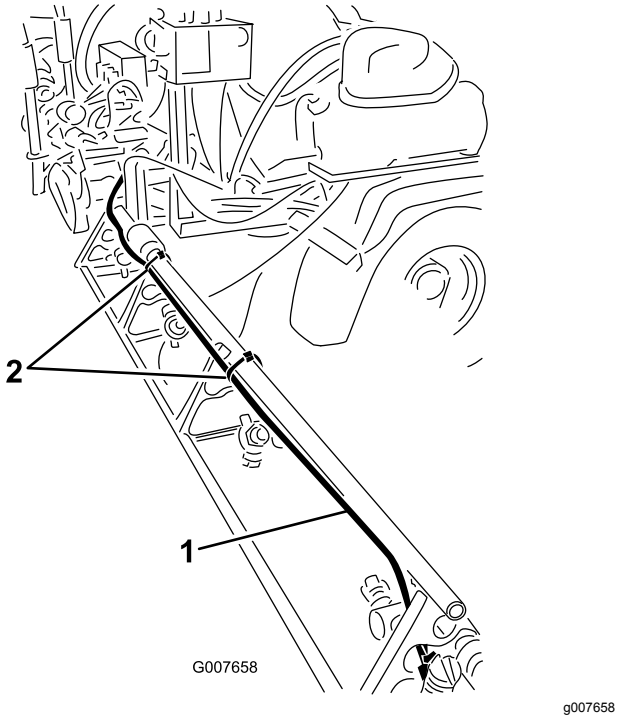

Figuur 10
1. Verwijder de kabelbinders waarmee de vloeistof- en luchtbuizen van de schuimmarkeerder vastzitten aan de buitenste spuitboom (Figuur 10).